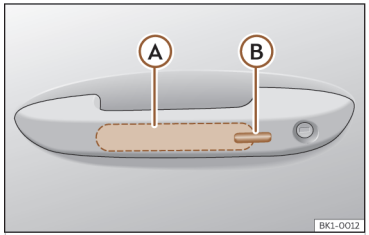

Abb. 69 Türgriff: Sensorflächen.
››› (Abb. 69)
- Berühren Sie die auf der Außenseite des Türgriffs befindliche Sensorfläche ››› **(Abb. 69)** Ⓑ. Alle Blinker leuchten einmal auf.
- Berühren Sie innerhalb von 5 Sekunden einmal die auf der Außenseite des Türgriffs befindliche Sensorfläche ››› **(Abb. 69)** Ⓑ. Ergreifen Sie dabei nicht den Türgriff. Das System Keyless Access ist jetzt vorübergehend deaktiviert.
Um mit der **Komfortfunktion** alle elektrischen Seitenfenster und das Glasdach zu schließen, lassen Sie einen Finger einige Sekunden auf der Sensorfläche für Verriegelung ››› **(Abb. 69)** Ⓑ am Türgriff, bis die Seitenfenster und das Dach geschlossen sind.